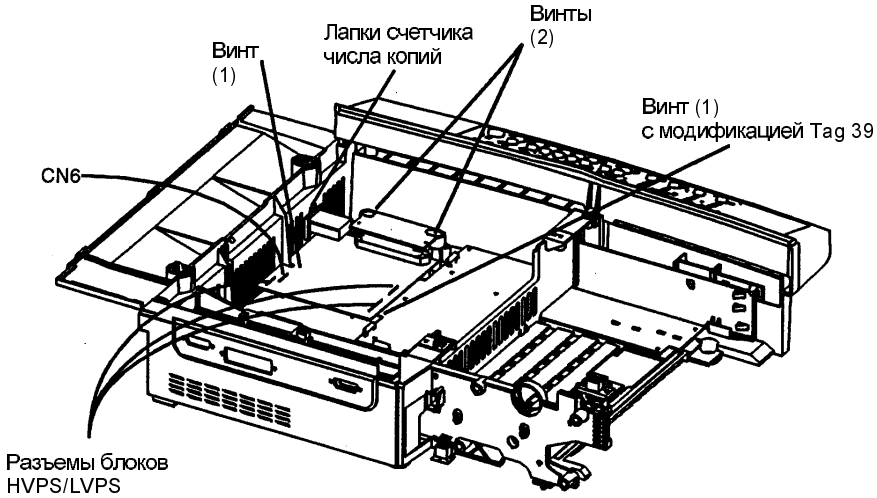

Рис. 1. Демонтаж главной печатной платы
11. Снимите главную печатную плату (Рис. 1).
c. Выверните винты (3).
d. Если аппарат оснащен модификацией Tag 39, то выверните винт (1) и снимите зажим (зажим не показан).
1. Установите главную печатную плату (смотрите Рис. 1 процедуры демонтажа).
Следующий этап действий предназначен для аппаратов, оснащенных податчиком SDF. Разъем жгута SDF может быть перевернут. Убедитесь, что ленточный кабель SDF подсоединен так, что плоский ленточный кабель расположен согласно Рис. 1.